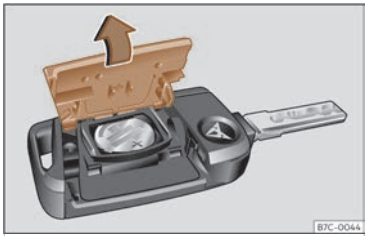

Abb. 43 Fahrzeugschlüssel: Deckel des Batteriefachs öffnen.
- Abdeckung auf der Rückseite des Fahrzeugschlüssels in Pfeilrichtung abnehmen ››› **(Abb. 43)** , ››› ⓘ.